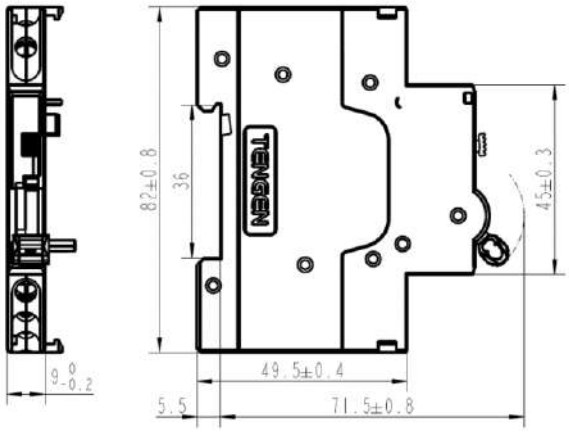
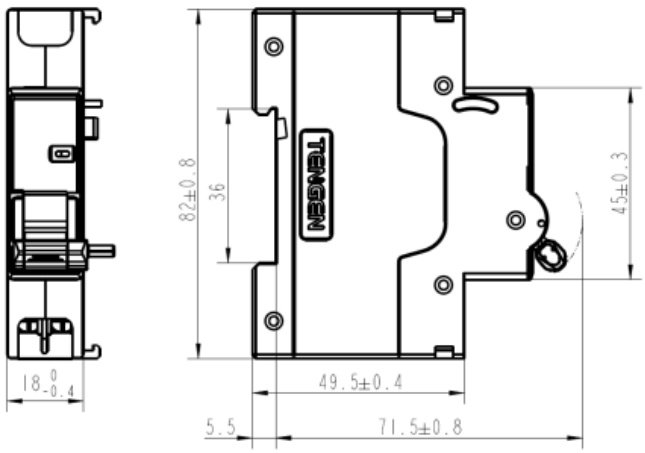

Fig. 2 OF3/SD3, SD+OF3 outline and installation dimensional drawings
Fig. 3 MX3/MX+OF3 /MV3/MN3/MNS3/MV+MN3 Outline and installation dimension drawings
(2) Outline and installation dimensions, see Fig. 2, Fig. 3 (unit: mm)